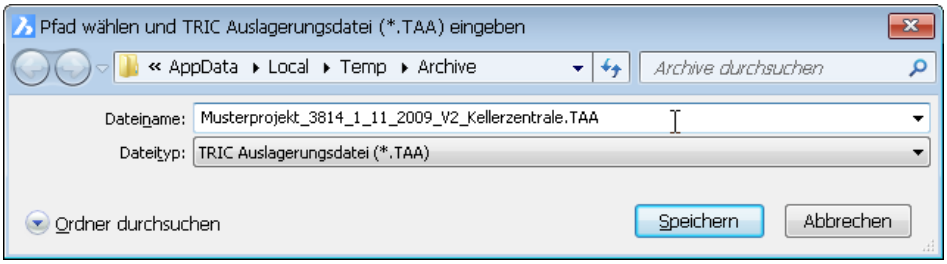

Bild 17.3 – Zeichnungsverwaltung, Teilprojekt Auslagern
- Hierauf erfolgt die Frage nach dem Verzeichnis und dem Dateinamen für das Teilprojekt. Sie können innerhalb dieser Funktion auch einen neuen Ordner erstellen. Als Default wird der Dateiname aus dem Projektnamen und dem der Ebene zusammengesetzt. Die Dateierweiterung lautet in jedem Falle TAA für *TRIC Auslagerungs-Archiv* (Abb. 17.3).